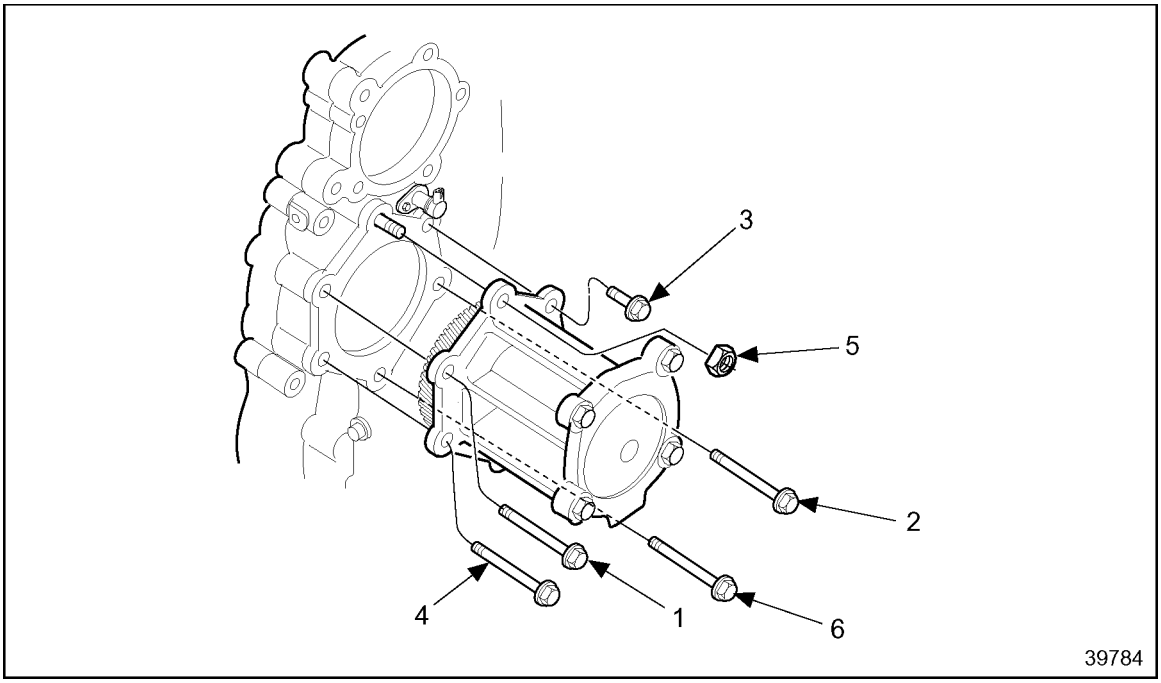

Figure 10-39 Bolt Torque Sequence
3. Torque the five bolts and one nut to 58 - 73 N·m (43 - 54 lb·ft), using the required torque pattern. See Figure 10-39.